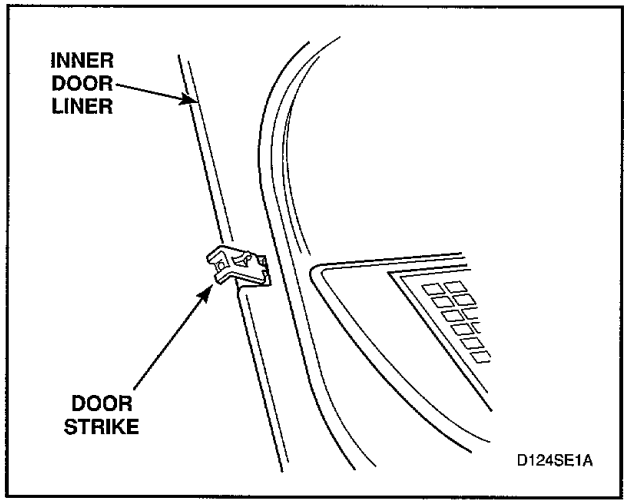

Figure 20
e. Remove door strike from door liner, *Figure 20,* and reinstall strike on opposite side.